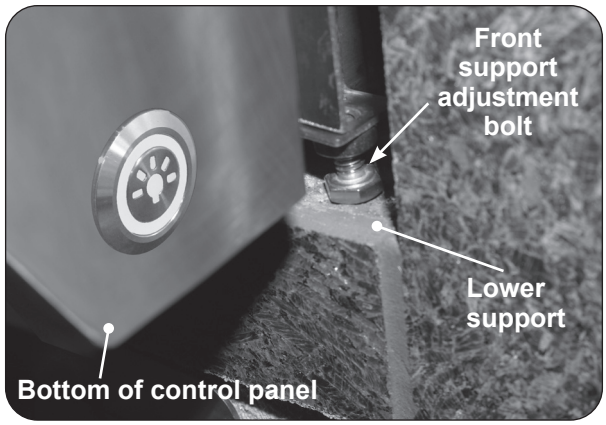

Fig. 28-3 Front support adjustment bolts
4. Rotate the front support adjustment bolts (up or down) until the griddle hanger rests flush on the countertop, AND, the adjustment bolts are touching the supporting structure found at the bottom of the cutout (lower support). Use a 7/16" open-end wrench as needed. See Fig. 28-3.